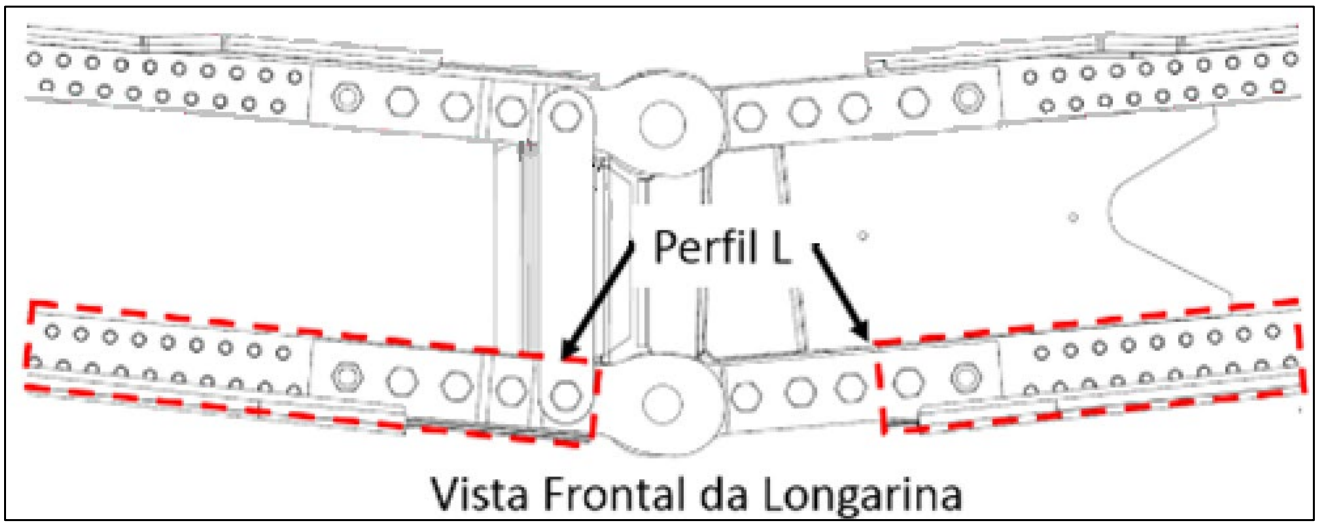

Figura 6 – Inspeção dos perfis L.
2.3.1.4. Inspecione a face dos perfis L, conforme Figura 6.